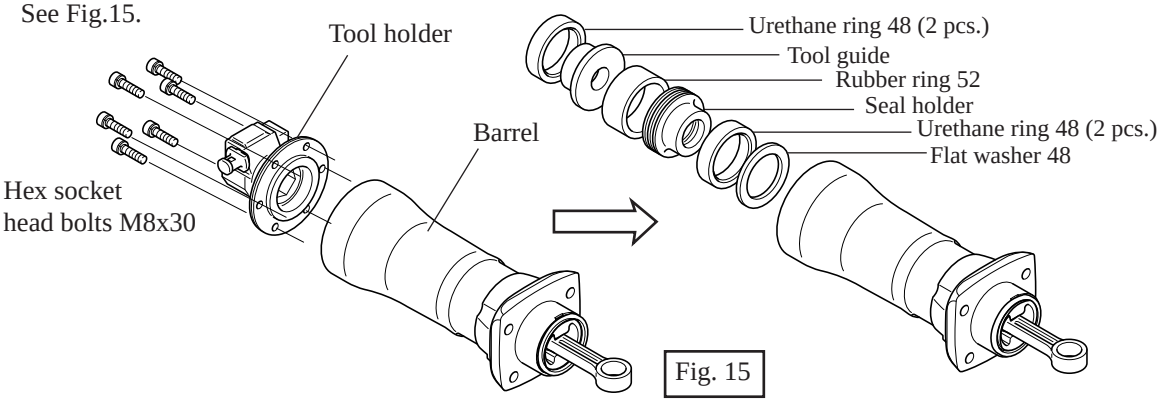

Fig. 15
(1) Take off hex socket head bolts M8x30 and remove tool holder from barrel. And take off inner parts from barrel. See Fig.15.